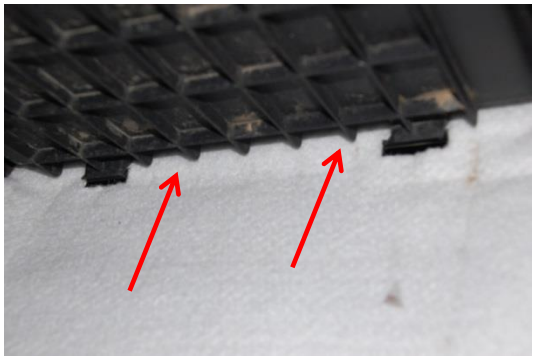

Figure 5
9. **Passenger Foot Well:** Clean the area thoroughly before installing. Align shield with water drain holes on passenger side. The end of the shield will slide in between the floor panels. **(Fig 5)** Peel backing from shield and stick into place. The front holes will line up with the body screws. **(Fig 6)**